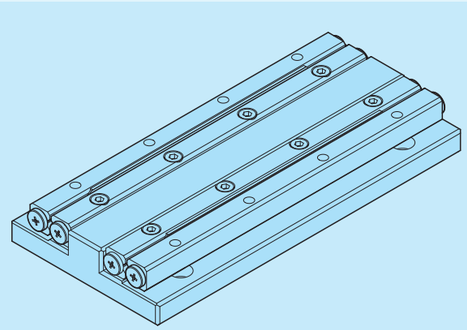

图20
- 滑动工作台侧滑轨，使其基本处于行程中央处。(参照图20)